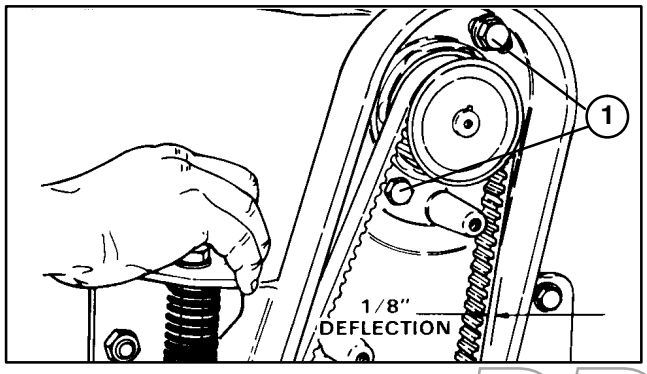

Figure 13
4. Insert the two (2) reel drive motor mounting bolts (heads on inside of the drive housing – flatwasher on top bolt) through the reel motor flange holes. Thread the locknuts onto the bolts. Rotate reel motor upward in the slotted hole in the housing to tension the drive belt and tighten the fasteners (Fig. 13) to approx. 25 ft. lbs. (34 N - m).
Note: Proper belt tension is achieved when belt deflects approximately 1/8" (3 mm) at mid–point when 7 lbs. of force is applied. (Fig. 13).